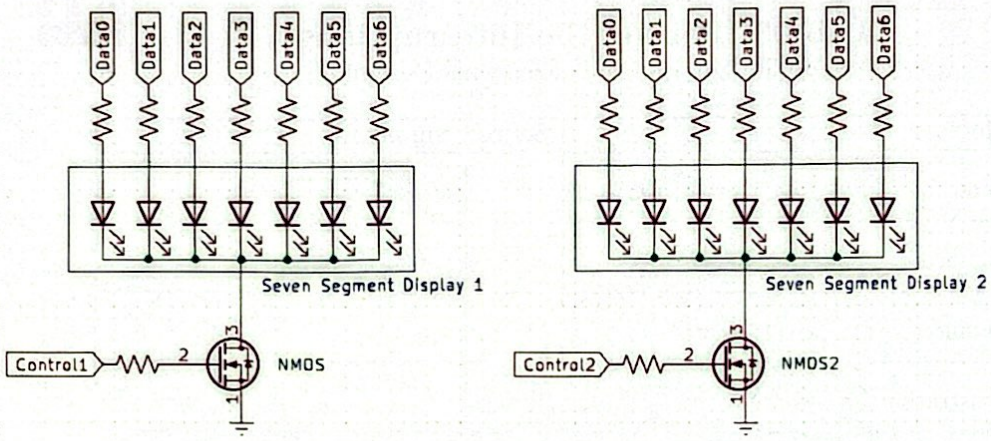

Figure 1: Seven-Segment Displays Schematic
The seven-segment driver circuitry, shown in Figure 1, will utilize NMOS transistors to drive the cathodes of each seven-segment. A pinout for th NMOS transistor is provided in the ZVN3306A datasheet on Canvas. The drain (D) of each transistor will connect to the common cathode pins of each seven-segment while the source (S) will connect to ground. The gate (G) of each transistor will be connected to a current limiting resistor (10kΩ) and a GPIO pin of your choice. When 0V is supplied to the gate, the transistor is completely OFF such that the transistor acts as an open switch which turns off the seven-segment display. Conversely, when +5V is supplied to the gate, the gate is saturated such that the transistor is completely ON and current flows through the transistor illuminating the seven-segment display.